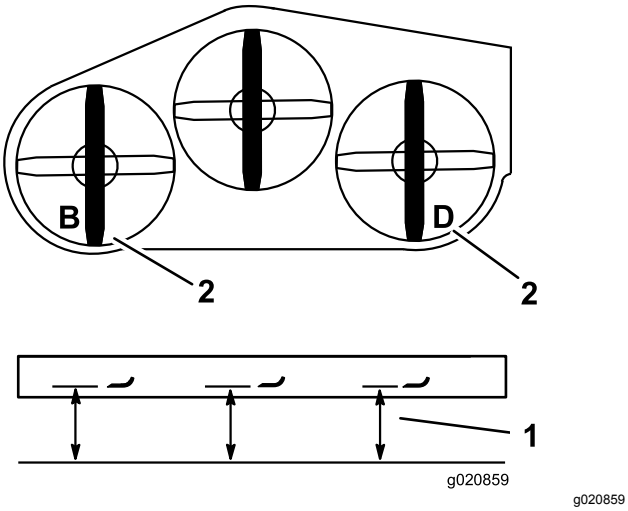

Figur 84
2. Mät den vänstra kniven vid punkt **B**, från en plan yta till knivens egg, och skriv upp måttet (Figur 84).
3. Mät den högra kniven vid punkt **D**, från en plan yta till knivens egg, och skriv upp måttet (Figur 84).
Obs: Måttet för läge **B** måste vara inom 3 mm av måttet för läge **D** (Figur 84). Fortsätt till nästa steg om detta inte är korrekt.